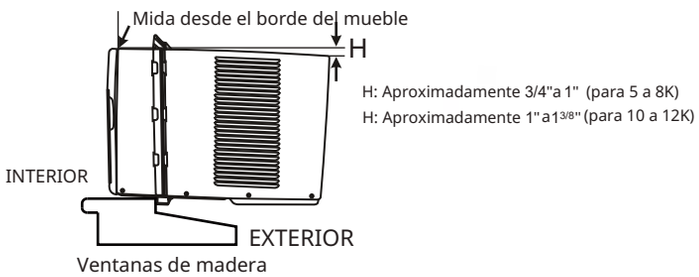
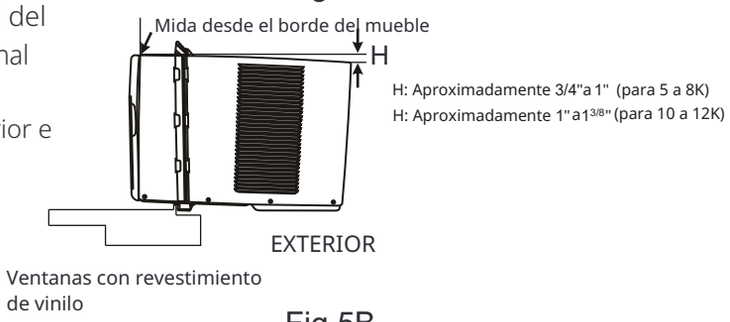

Fig.5A
Fig.5B
A. Mantenga un agarre firme en el aire acondicionado, coloque cuidadosamente la unidad en la abertura de la ventana para que la parte inferior del marco del aire acondicionado esté contra el alféizar de la ventana (Fig.5A y Fig.5B). Cierre cuidadosamente la ventana detrás del riel superior de la unidad.
NOTA**:** Compruebe que el aire acondicionado está inclinado hacia atrás alrededor de H (Fig.5A y Fig. 5B) (inclinado alrededor de 3° a 4° hacia abajo hacia el exterior). Después de la instalación adecuada , el condensado no debe drenar del orificio de desbordamiento durante el uso normal, corrija la pendiente en caso contrario.